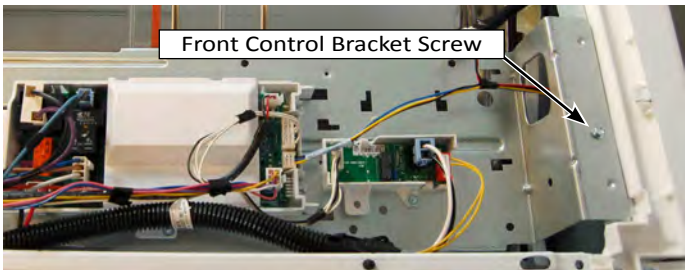

Figure 1
5. Remove front 1/4” hex-head screw securing the control bracket to the console bracket...or remove the entire control bracket (see Figure 1).